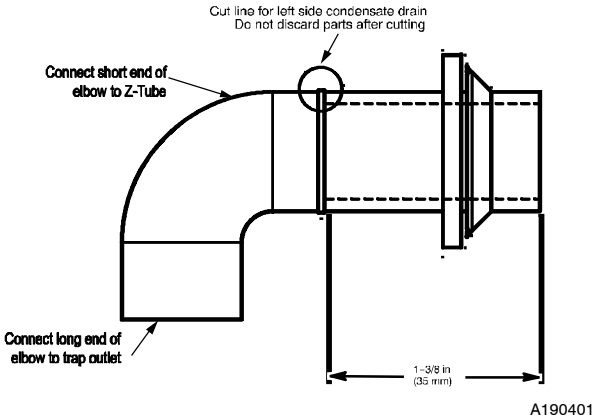

Fig. 17 - Modify Rubber Drain Elbow
3. The Z-pipe is connected to the condensate trap and the outside of the furnace by modifying the formed rubber drain elbow as shown in Fig. 17.
4. Remove the formed grommet from the rubber drain elbow by cutting the elbow along the vertical line located about 1-3/8 in. (35 mm) away from the formed grommet. See Fig. 17. **DO NOT DISCARD THE FORMED GROMMET OR THE RUBBER ELBOW**. Both of these pieces will be used.
TIP FROM CONTRACTORS: When installing the furnace horizontally, use the entire drain elbow (that is, do NOT cut as shown in Fig. 17 to connect the trap to the drain line. This helps to prevent bumps and shocks to the drain line from damaging the furnace drain trap. Avoid misalignment of the drain pipe which may cause kinks in the elbow.